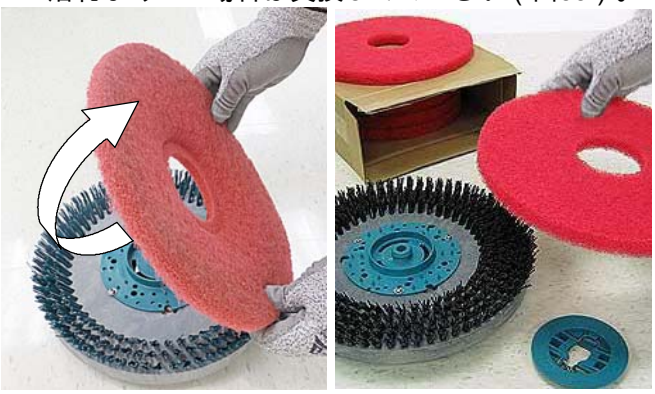

図　53
4. ディスク洗浄ヘッド - 裏返すか、磨耗があった場合は交換してください（図53）。